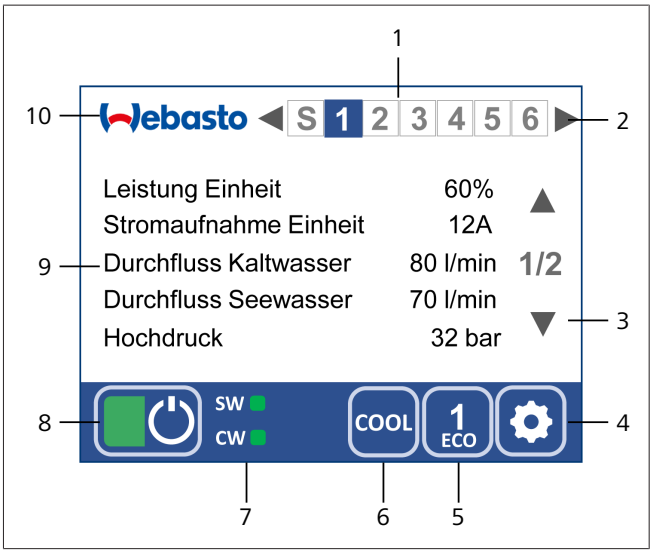

Afb. 16 Startscherm
Met de pijltjestoetsen in de bovenste statusbalk (Afb. 16, pos.2) kan de weergave worden gewisseld.